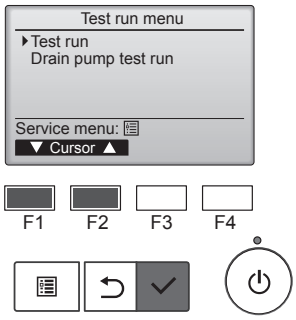

Abb. 7-2
(2) Wählen Sie „Test run“ (Testlauf) aus dem Testlauf-Menü, und drücken Sie die [AUSWAHL]-Taste. (Abb. 7-2)
(3) Der Testlauf beginnt, und der Testlaufbildschirm wird angezeigt.